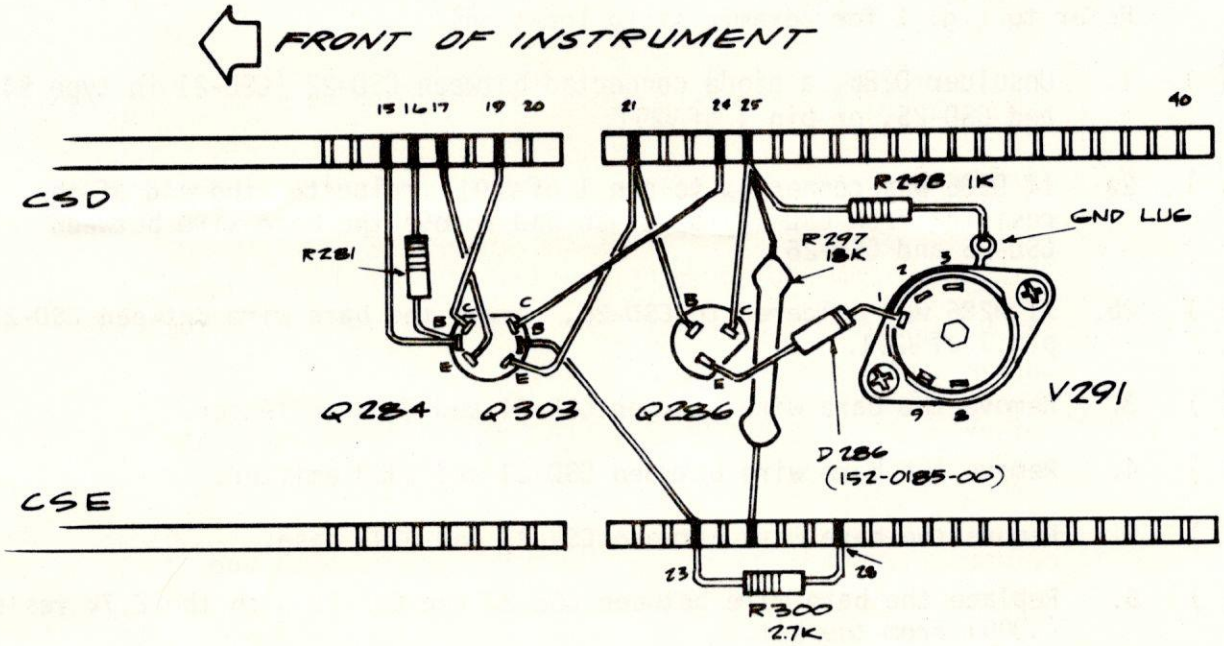

FIG. 2
( ) Remove Q284, 151-0108-00 and replace the three-pin Q284 socket with the six-pin socket from the kit. The key goes toward CSD. In early instruments with screw-mounted transistor sockets, use the plastic transistor socket mounting ring from the kit. (See Fig. 2)
( ) 9. Remove the "Q303" silkscreening from both sides of the chassis using lacquer thinner or similar solvent. When modification is completed Q303 will share the Q284 socket, and Q286 will occupy the former Q303 socket. The chassis may be marked accordingly if desired. (See Figs 2 and 3).
REFER TO FIG. 2 FOR STEPS A-10 THROUGH A-19.
10. Solder the leads to the six-pin socket as indicated below and in fig. 2:
( ) 11. Solder a 152-0185-00 diode (D286, from kit) between pin 1 of V291 (cathode end) and Q286 emitter. (See fig. 2).
( ) 12. If not already present, solder a 152-0165-00 diode (D291, from kit) between a ground lug on V291 socket (cathode end) and pin 1 of V291 (not shown in fig. 2).